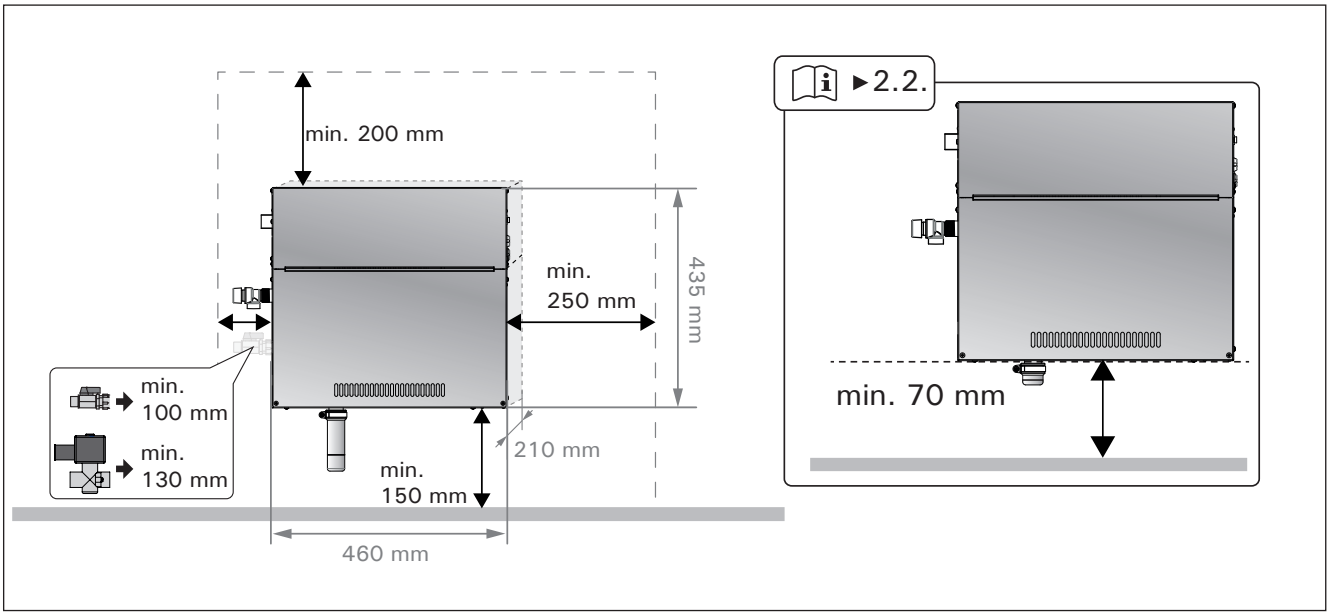

Рисунок 4. Параметры установки
- Парогенератор можно устанавливать внизу путем разворота крепежных элементов горизонтально и обрезки отстойника (рис. 4).